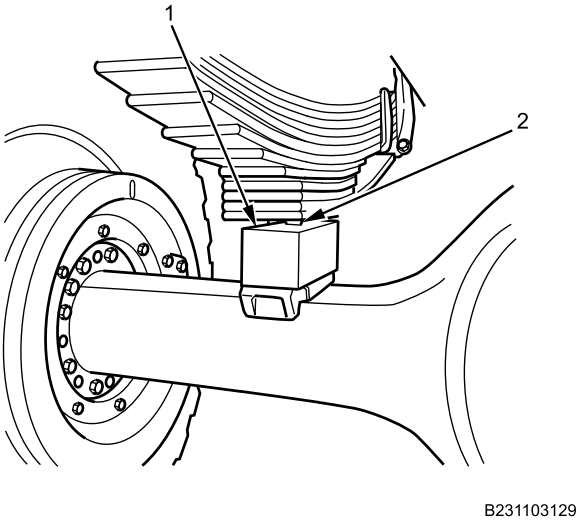

Figure 25. Spring Pin.
13. Using 20-ton floor jack, lift rear axle assembly into position, guiding spring pin (Figure 25, Item 2) on block (Figure 25, Item 1).